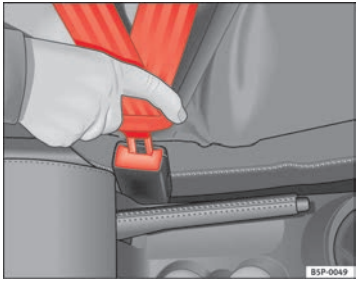

Fig. 11 Belt buckle and latch plate of seat belt
– Insert the latch plate into the buckle for the appropriate seat and push it down until it is securely locked with an audible click ⇒ page 21, fig. 11.